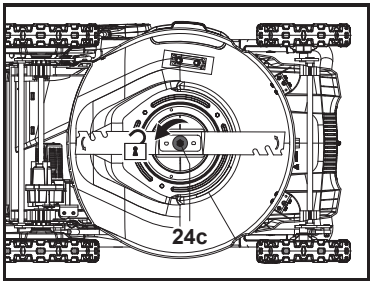

Fig. 21
1. Păstrează partea de dedesubt și cuțitul (24) curate și fără reziduuri. Îndepărtează resturile vegetale din jgheabul de evacuare spate (23).
3. Păstrează cuțitul (24) ascuțit pentru o bună performanță de tăiere. Înlocuiește cuțitul uzat sau deteriorat cu unul nou de același tip sau apelează la un specialist calificat pentru a-l ascuți.
4. Slăbește șurubul de montare (24c) în sens antiorar utilizând o cheie electrică de impact adecvată (dimensiune: 13 mm) (fig. 21) și scoate-l împreună cu șaiba plată (24b) și cuțitul (24).